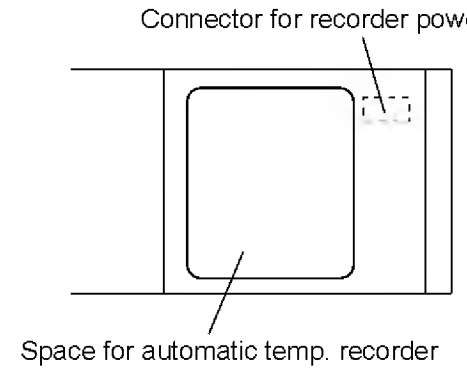

Fig. 19
9. Connect the recorder connector to the connector for recorder power located at upper right inside the space for automatic temperature recorder. [Fig. 19]